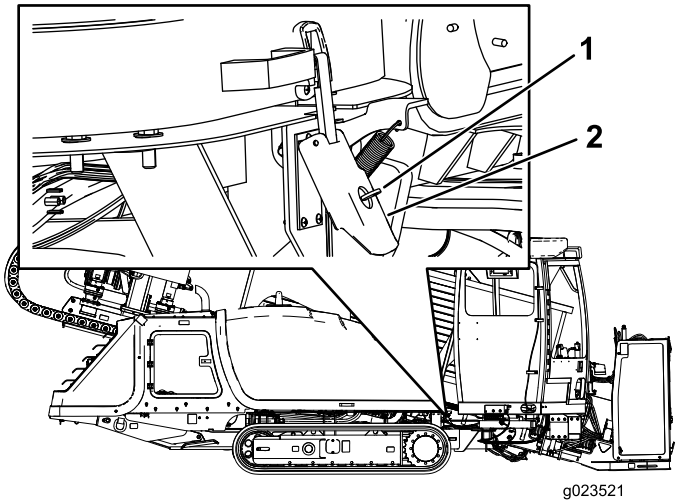

Figure 98
2. Relevez le verrou, comme montré à la Figure 98.
Remarque: Vérifiez que la clé est en position déverrouillé (horizontale), comme montré à la Figure 98.